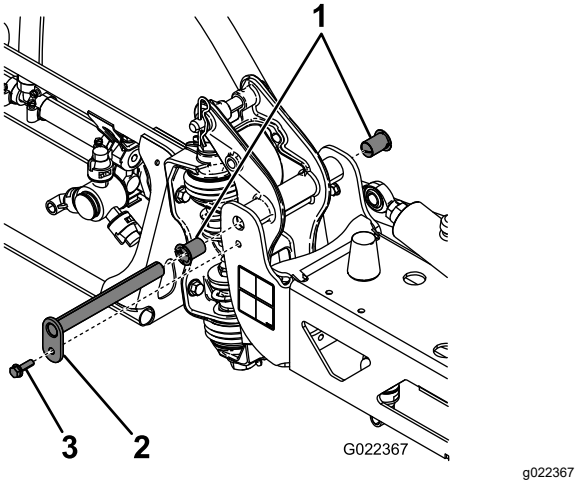

Figuur 62
3. Als het gewicht van de spuitboom is ondersteund, verwijdert u de bout en de moer waarmee de draaipen is bevestigd aan de spuitboom (Figuur 62).
4. Verwijder de bout en moer waarmee draaipen bevestigd is, en verwijder de pen (Figuur 62).
6. Verwijder de draaibussen van de voor- en achterkant van de draaibeugel en controleer deze (Figuur 62).
7. Smeer een beetje olie op de nylon draaibussen en monteer deze weer in de draaibeugel (Figuur 62).
8. Plaats de spuitboom en de draaibeugel in het middelste frame en lijn de gaten uit (Figuur 62).